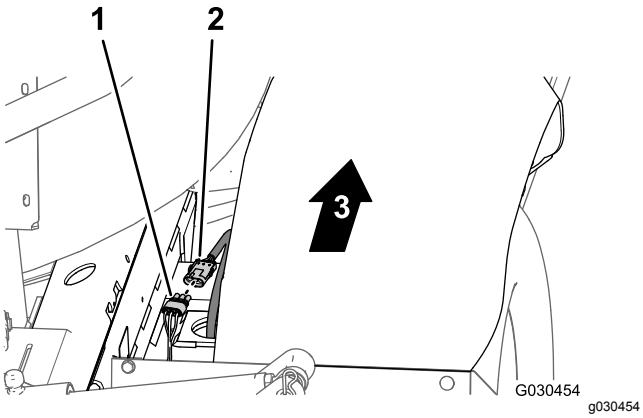

Figur 96
2. Bak på maskinen (mellom høyre rammerør og høyre skjerm) kobler du den umerkede kontakten med tre pinner på forgreningen på 30,5 cm på bakre ledningssats til kontakten med tre sokler på ledningssatsen for hastighetssensoren for høyre trekkmotor (Figur 96).